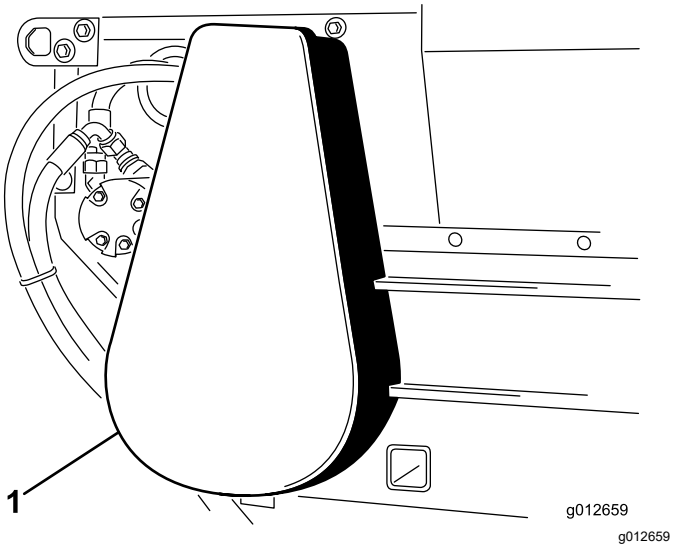

Figur 28
1. Fjern kædedækslet (Figur 28).